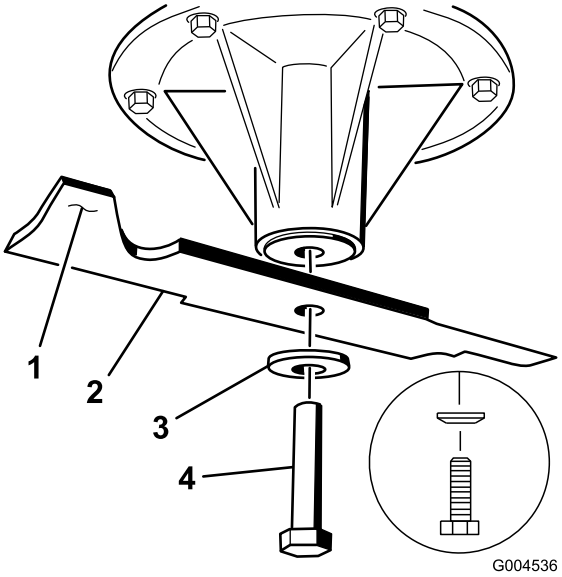

Bild 81
1. Setzen Sie das Messer auf die Spindelwelle (Bild 81).
2. Setzen Sie die Federscheibe und die Messerschraube ein. Der Konus der Federscheibe muss bei der Installation in Richtung Schraubenkopf zeigen (Bild 81). Ziehen Sie die Messerschraube mit 115 bis 149 Nm an.